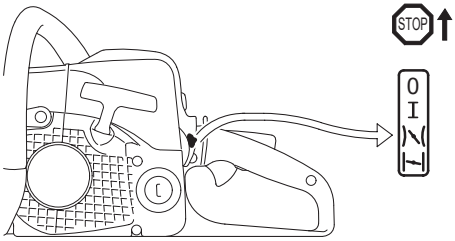

Рис. 13. Изменение положения комбинированного рычага после первой вспышки
7. После первой вспышки откройте воздушную заслонку, для этого переведите комбинированный рычаг в стартовое положение воздушной заслонки (Рис. 13).